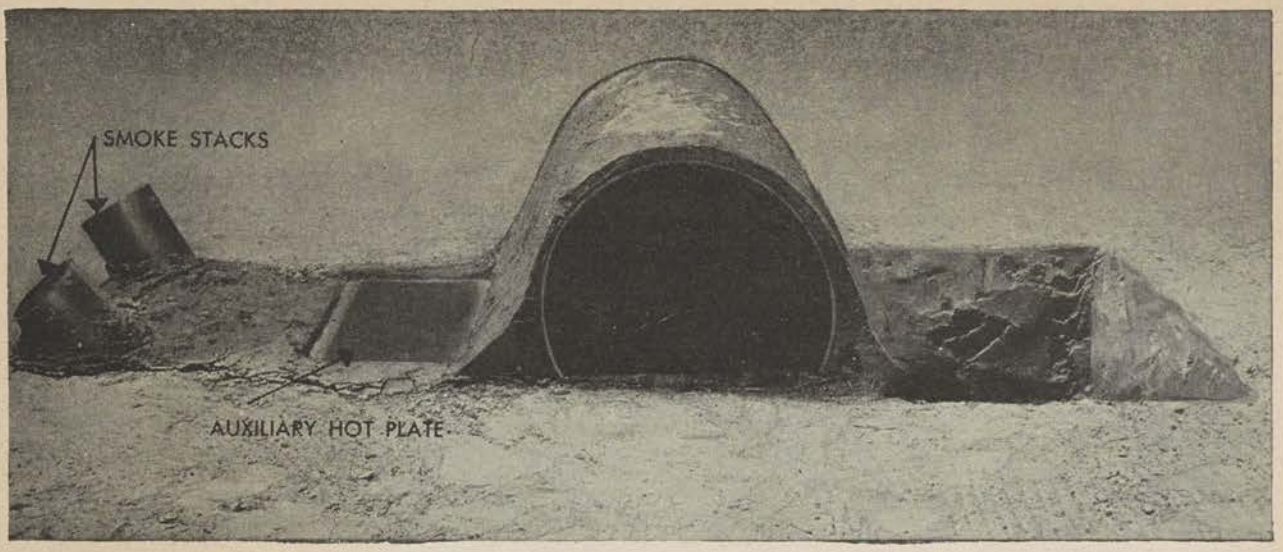

Figure 80. Oil drum oven, front view.
b. Two-barrel oven. (1) To construct a two-barrel oven, knock the top and bottom from one barrel and the top from another. Place the two barrels end to end on level ground, with the closed end at the rear. If bricks or flat stones are available, lay a floor and place the barrels on this. For a still larger oven, two additional barrels may be placed beside the first two.
(2) For additional instructions, see paragraph 66*a*(2) to (8) inclusive.
67. Oil Drum Oven (see figs. 80, 81 and 82)
c. Cover the drum with a layer of mud or clay and fill in the spaces around the hot plate and the smokestacks. (See figs. 80 and 82.)